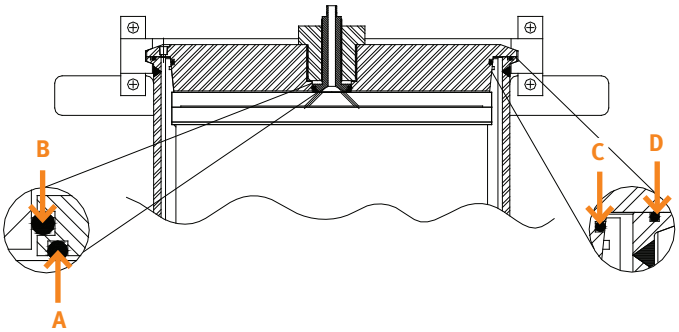

Figure 29. The cartridge seal O-rings (A and B), the barrel O-ring (C), and the head O-ring (D).
a. Carefully inspect the barrel and head O-rings (C and D in Figure 29) at the top and bottom head assemblies. If an O-ring shows any signs of wear or damage, replace it (see Table 2 on page 3). To get access to the O-rings at the bottom, remove the barrel as described on page 29.
b. Carefully inspect the cartridge seal O-rings (A and B in Figure 29) at the bottom head assembly to ensure that they are seated properly and in a good condition. If an O-ring shows any signs of wear or damage, replace it (see Table 2 on page 3).
5. Carefully inspect the cartridge seal O-rings (A and B in Figure 29) at the top head assembly to ensure that they are seated properly and in a good condition. If an O-ring shows any signs of wear or damage, replace it (see Table 2 on page 3).
6. To avoid damaging the barrel O-ring and the lower cartridge seal O-ring (A and C in Figure 29) at the top head assembly, lubricate them using a clean, lint-free cloth dampened with the solvent to be used or food grade grease.